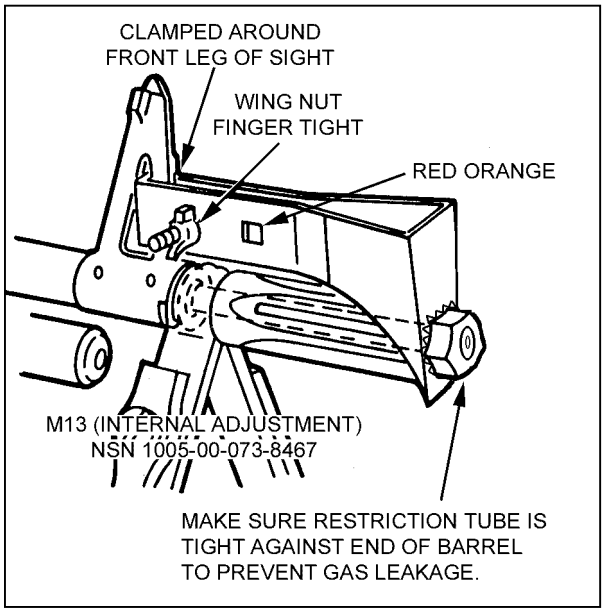

Figure 2-5. M13 blank firing attachment.
a. **Installation of the M13**. The BFA must be adjusted to fit the machine gun barrel. The orifice tube fits inside the flash suppressor, flush against the muzzle and flush with the forward end of the flash suppressor. The BFA is clamped tightly to the front sight (Figure 2-5, page 2-8). When properly adjusted, it will fit snugly against the muzzle, thus preventing the escape of gas during firing. When the BFA is manufactured, the distance the orifice tube screws into the restrictor bushing is fixed and fitted by *staking* the restrictor bushing. This fixed distance, set in the restrictor bushing, does not provide the correct adjustment for every machine gun, because the distance from the muzzle to the forward end of the flash suppressor varies from weapon to weapon. In some instances, the *stake* mark must be broken, the orifice tube adjusted to fit the barrel, and “restaked.”